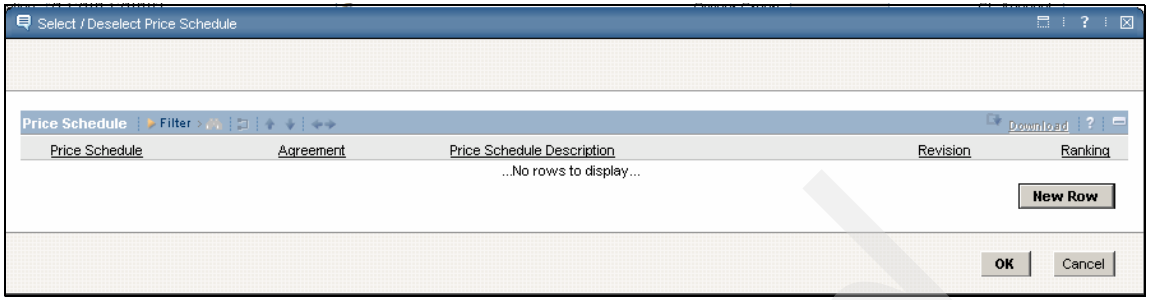

Figure 12-30 Select / Deselect Price Schedule
18. In the Select Deselect Price Schedule dialog box, click **New Row**, as shown in Figure 12-30 on page 233.